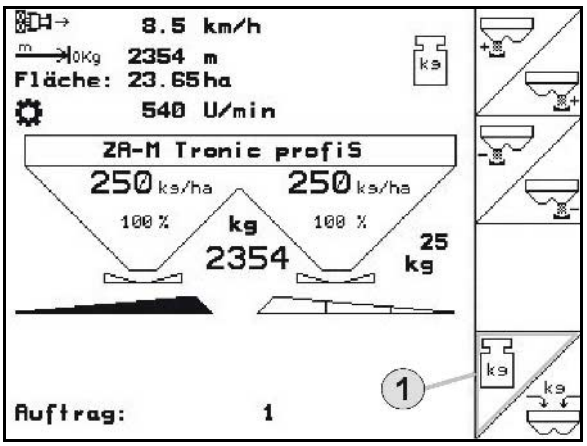

図 63
2.1 散布ディスク固定用の蝶ねじ (図 63/1) を回して外し、ギアシャフトから散布ディスクを引き抜きます。
3. 収容容器 (図 63/2) はハンガー (図 63/3) により、フレームの収容部 (図 63/4 と 図 63/5) に掛けます。